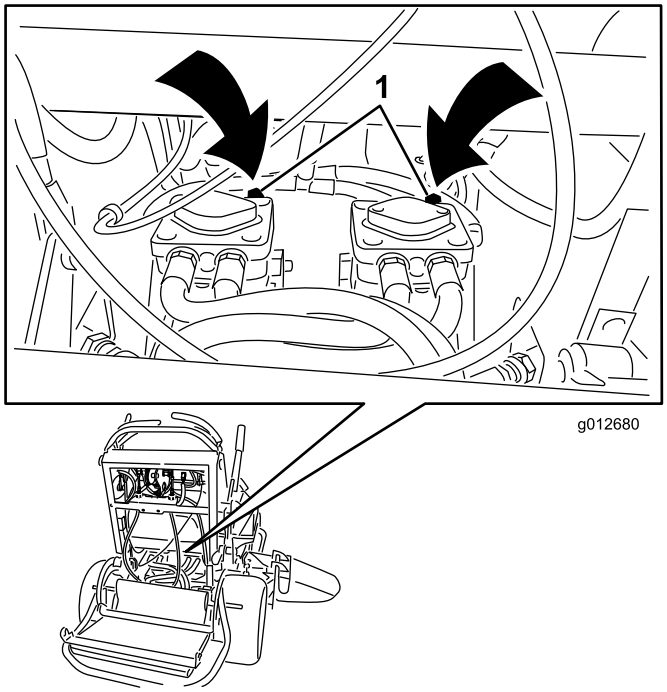

Figura 25
3. Abra las válvulas de desvío de ambas bombas girándolas 1 a 2 vueltas en el sentido contrario a las agujas del reloj. Esto permite que el aceite hidráulico se desvíe alrededor de la bomba, dejando que las ruedas giren (Figura 25).